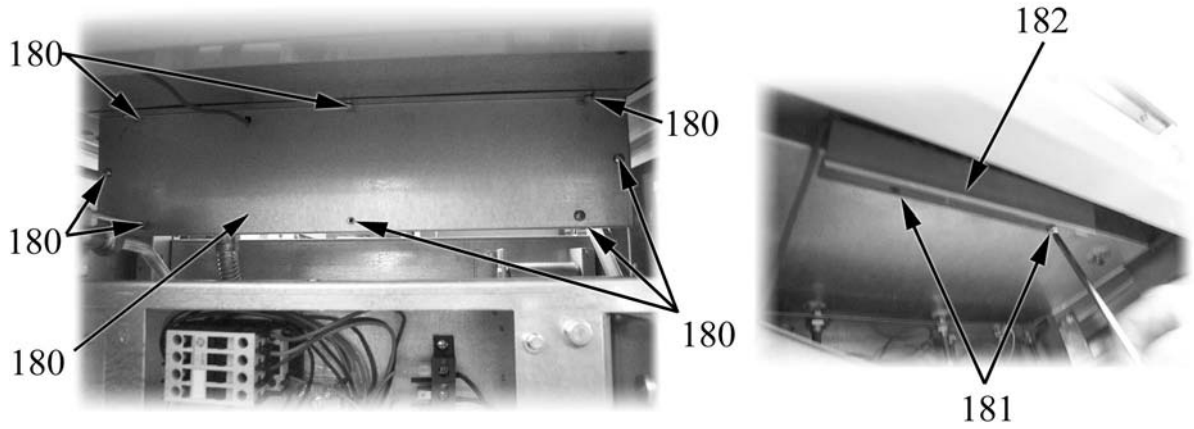

Fig. 18
- unscrew the bulb holder fixing screws (item 181 in Fig. 18);